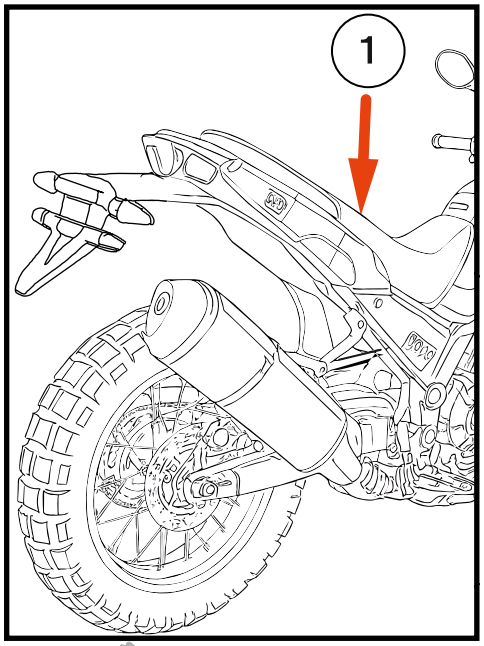

Fig.2
1. Remove the seat. **[Fig. 2]**